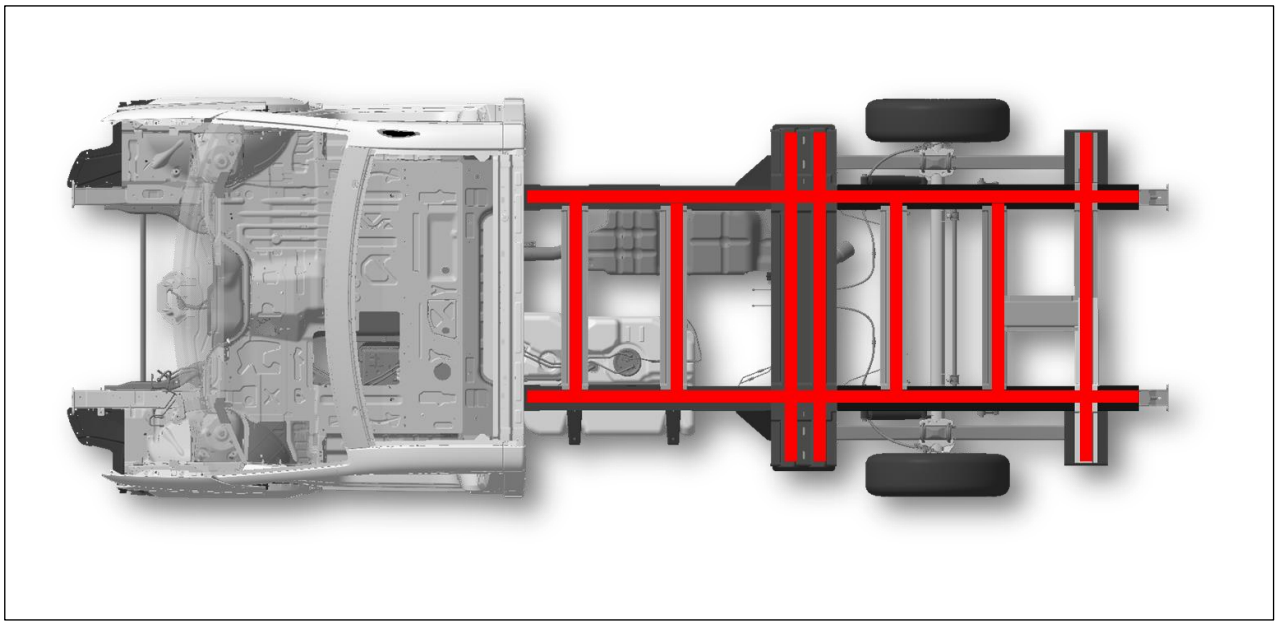

Fig. 5 Châssis à cadre plat Crafter - Surfaces de collage pour superstructure (schéma de principe de la surface du cadre)
- Le degré de recouvrement des zones de collage (rouge) doit être d'**au moins 75 %** (voir Fig. 5 « Châssis à cadre plat Crafter - Surfaces de collage pour superstructure »)